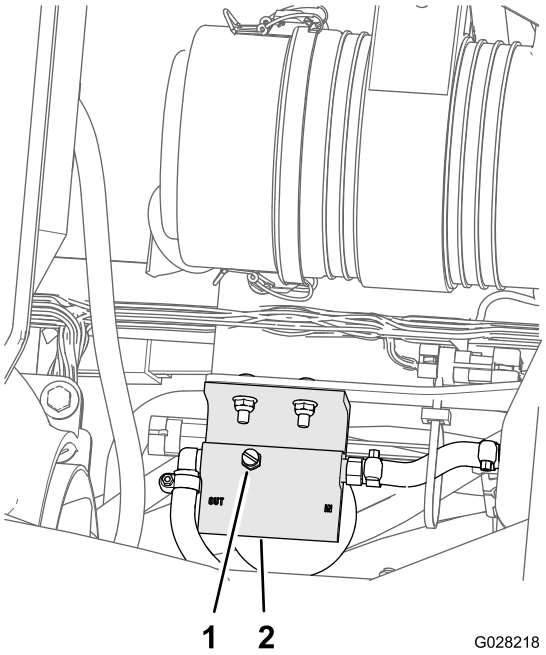

Figur 73
5. Løsne utluftingspluggen øverst på drivstoff-/vannseparatoren (Figur 73).
7. Stram til utluftingspluggen (Figur 73), og vri startbryteren til AV-stillingen.